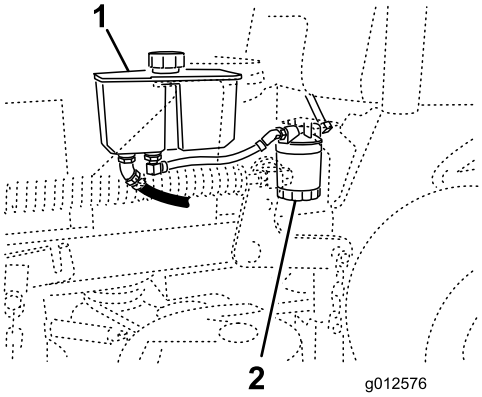

Figur 74
3. Finn filteret og plasser et tappefat under filteret (Figur 74).